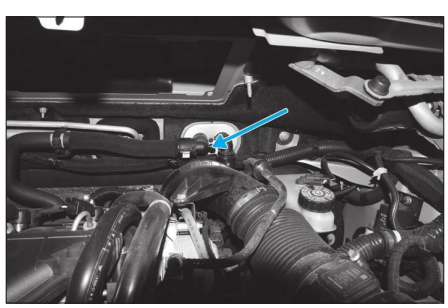

**Fig. 21**
• Ouvrir la vis de purge du radiateur de chauffage **(Fig.21)**.
- sur la durit du radiateur de chauffage principal **(Fig.21)**,